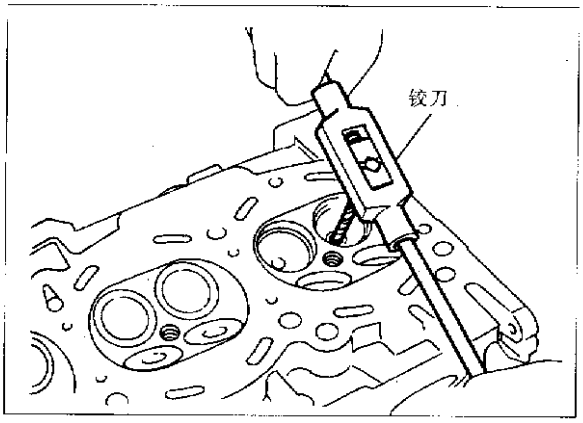

图 2-6-22
c. 铰修气门导管孔，见图 2-6-22。气门导管孔直径（适用于维修零件）为 10.175~10.196mm。